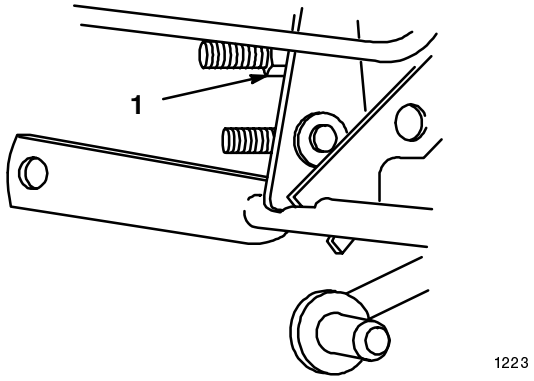

Abbildung 7
1. Zum Anheben des Mähwerks die Transporthöhenmutter (Abb. 7) am Hebemechanismus im Uhrzeigersinn drehen und zum Absenken im Gegenuhrzeigersinn.